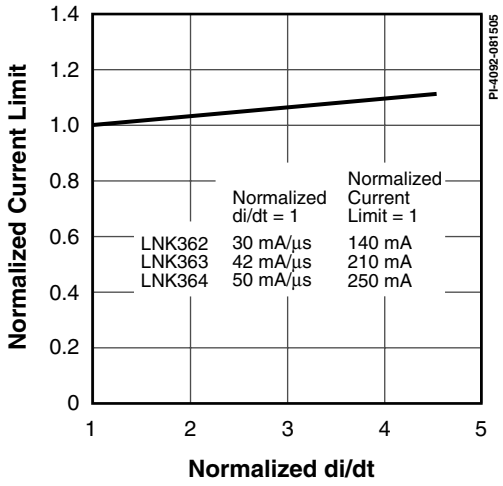

Figure 14. Current Limit vs. di/dt.
E. For current limit at other di/dt values, refer to Figure 14.